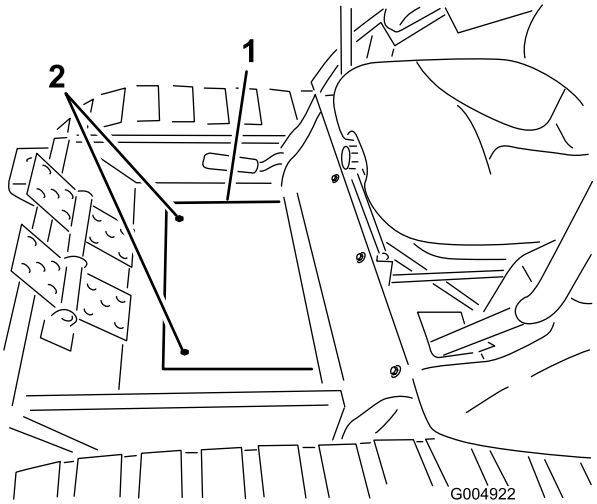

**Rysunek 44**
6. Odkręć dwie śruby mocujące pokrywę płyty podłogowej do podłogi, a następnie zdejmij płytę (Rysunek 44).